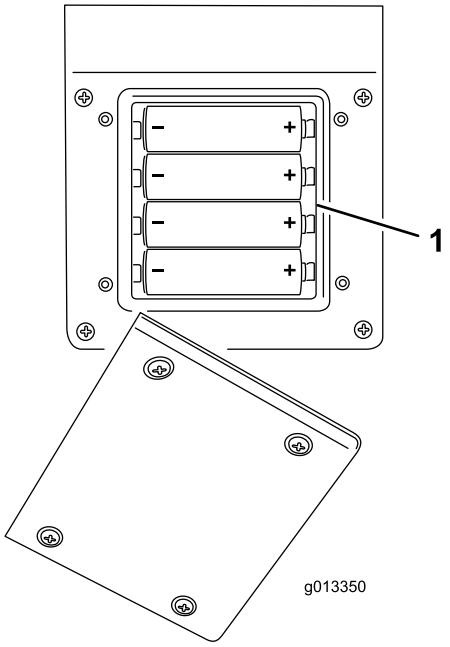

Figur 48
3. Sätt i nya batterier i facket och tänk på polariteten. (Enheten skadas inte om batterierna sätts i fel, men den fungerar inte.) Det finns polaritetsmarkeringar i facket för varje terminal (Figur 48). Se till att batterierna är ordentligt insatta i facket.